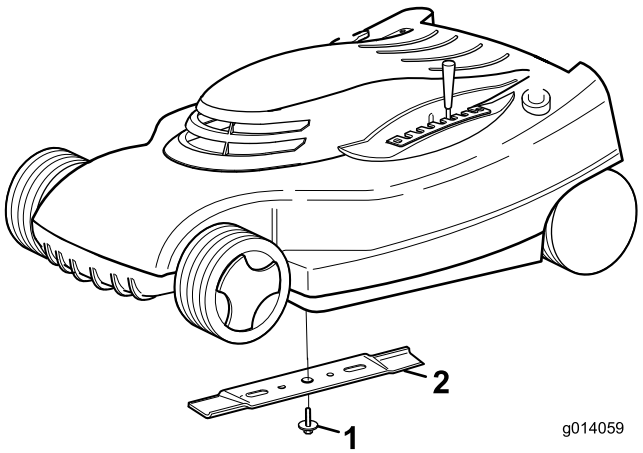

**Figur 19**
1. Fatta tag i knivens ände (Figur 19) med en trasa eller en tjockt vadderad handske.